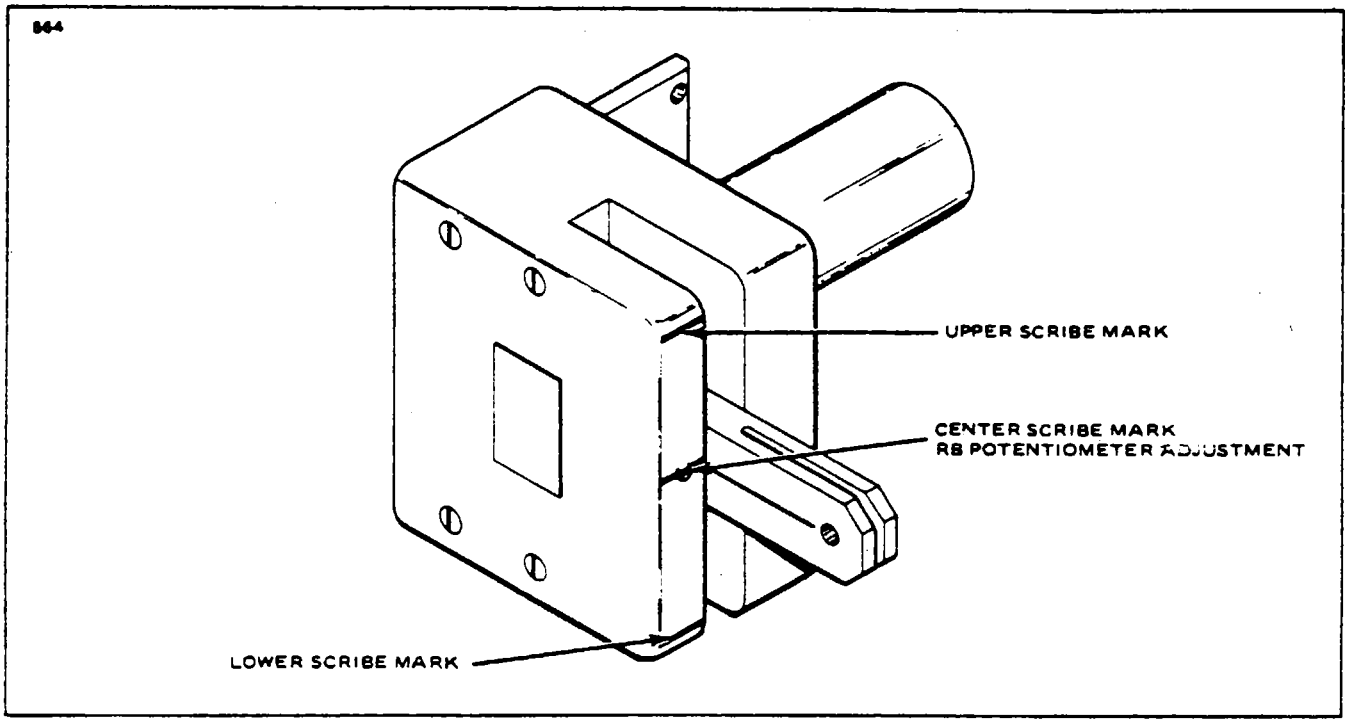
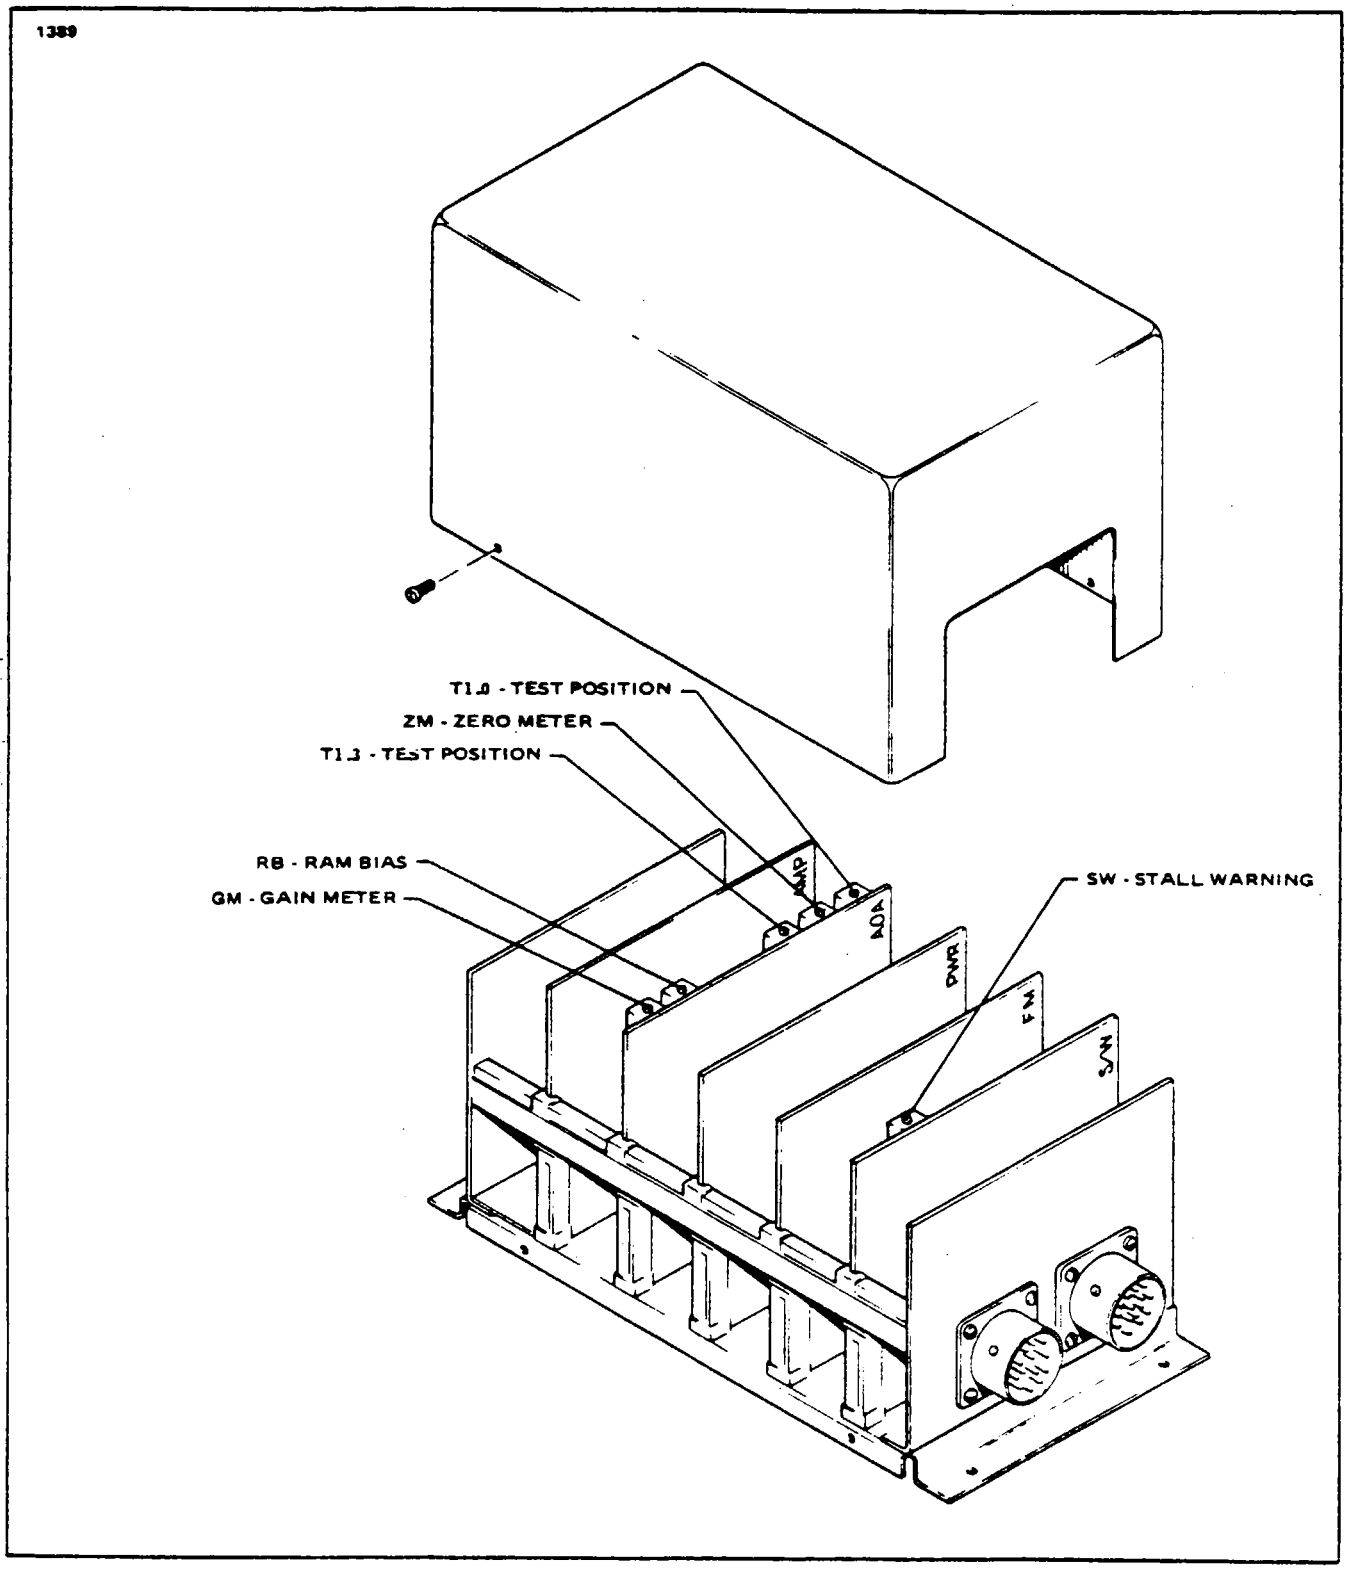

Figure 11-21. SAS Servo Motor
Figure 11-22. SAS Computer
11-157. INSTALLATION OF SERVO MOTOR. (Refer to Figure 11-21.)
j. The Stall Margin Indicator (SMI) pointer should move to the left-hand edge of the red stall area. If necessary, adjust ZM potentiometer (refer to Figure 11-22) as required to position SMI pointer at left-hand edge of red stall area.
l. The SMI pointer should move to 1.3 position. If necessary, adjust GM potentiometer (refer to Figure 11-22) as required to position SMI pointer at 1.3 position.
p. Observe, actuator arm should be at the center of its travel, using rivet on actuator case for alignment reference point. (Refer to Figure 11-21.) If necessary, adjust RB potentiometer (refer to Figure 11-22) as required to align the actuator arm to its center position, using the rivet on the actuator case for alignment reference point.
r. Observe, actuator arm should be aligned with lower scribe mark on actuator case: (Refer to Figure 11-21)
aa. SMI pointer should move to the left-hand edge of the red stall area. If necessary, adjust T1.0 potentiometer (refer to Figure 11-22) as required to position SMI pointer at left-hand edge of red stall area.
ac. SMI pointer should move to the 1.3 position. If necessary, adjust T1.3 potentiometer (refer to Figure 11-22) as required to position SMI pointer at 1.3 position on indicator. Release test switch.